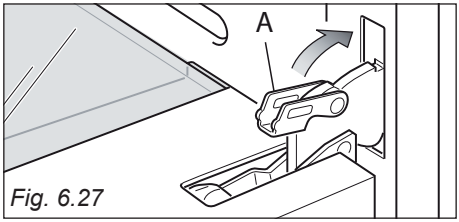

Fig. 6.27
3. Unlock the oven door by opening it completely and closing the lever "**A**" on the left and right hinges (fig. 6.27).